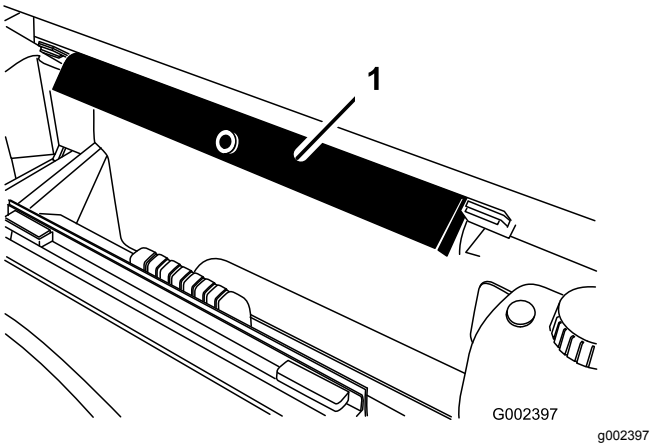

Figuur 11
8. Verwijder de laadbakbeveiliging van de opberghaken op de achterkant van het paneel van de rolbeugel (Figuur 11).